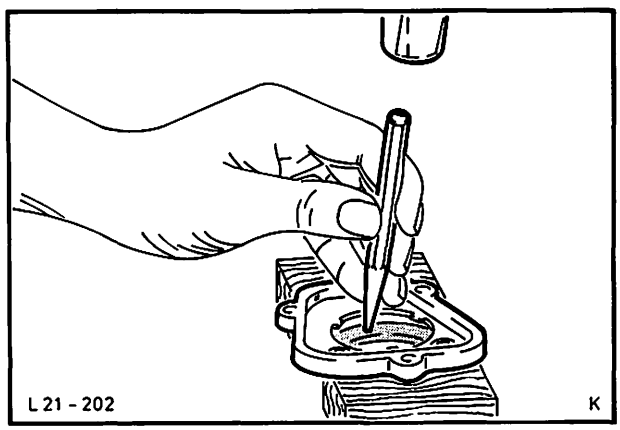

Abb. 303 Radialdichtring – Nebenwelle aus dem Stirndeckel treiben
7. Radialdichtring mit einem Dorn aus dem Stirndeckel treiben, Abb. 303.